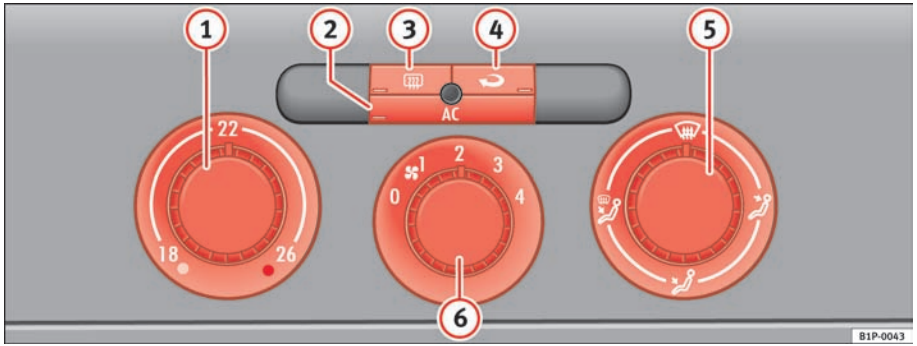

Fig. 108 On the dash panel: Climatic controls
– Using the controls ⇒ fig. 108 (1) and (5) and the control (6) you can set the temperature, air distribution and the air flow.
– To switch a function on or off, press the appropriate button (2), (3) or (4). When the function is activated, the display window in the lower corner of the button is lit.
(1) Temperature selector ⇒ page 145
(2) Button AC – Heating, ventilation and air-conditioning system on/off ⇒ page 145
(3) Button – Rear window heating. The heating will be switched off automatically approximately *20 minutes* after switching on. It can also be switched off beforehand by pushing the button.
(4) Button – Air recirculation mode ⇒ page 146
(5) Air distribution control ⇒ page 145
(6) Blower switch. There are four speed settings for the air flow. The air flow should always be set at the lowest speed when driving slowly.
– Switch on the air conditioner using the button ⇒ page 144, fig. 108 AC.